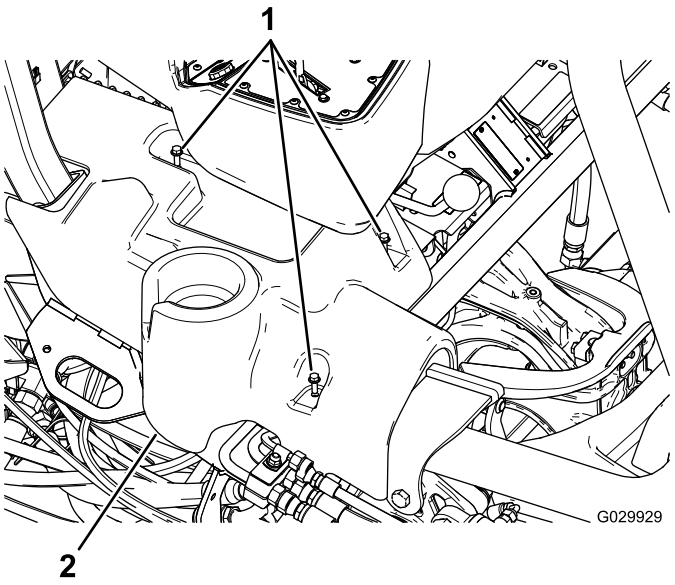

Figur 12
1. Innrett bolthullene i den nye høyre konsollen med bolthullene på maskinen (Figur 12).